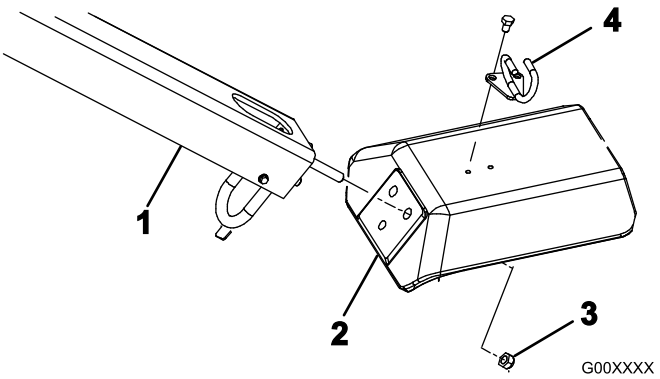

Figure 4
2. Insérez les goujons de fixation du timon dans les trous de la fourche (Figure 4).
3. Fixez les goujons à la fourche avec 3 contre-écrous (1/2 pouce) (Figure 4)
5. Montez le guide-câble en haut de la fourche avec 2 boulons (5/16 x 1/2 pouce) (Figure 4).